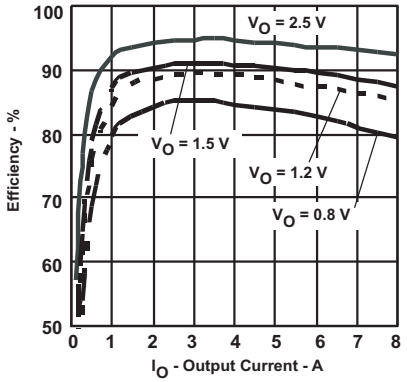
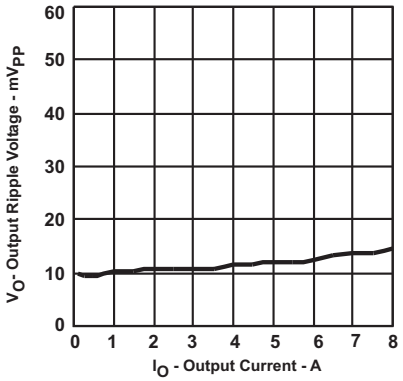
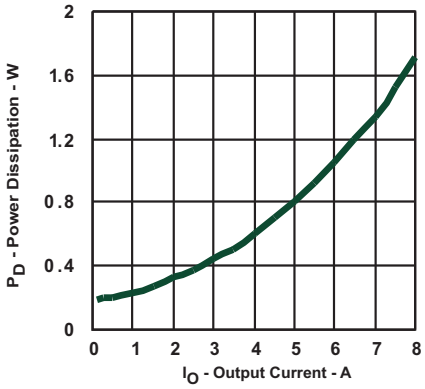

Figure 1.
Figure 2.
Figure 3.
(8) The electrical characteristic data has been developed from actual products tested at 25C. This data is considered typical for the converter. Applies to Figure 1, Figure 2, and Figure 3.